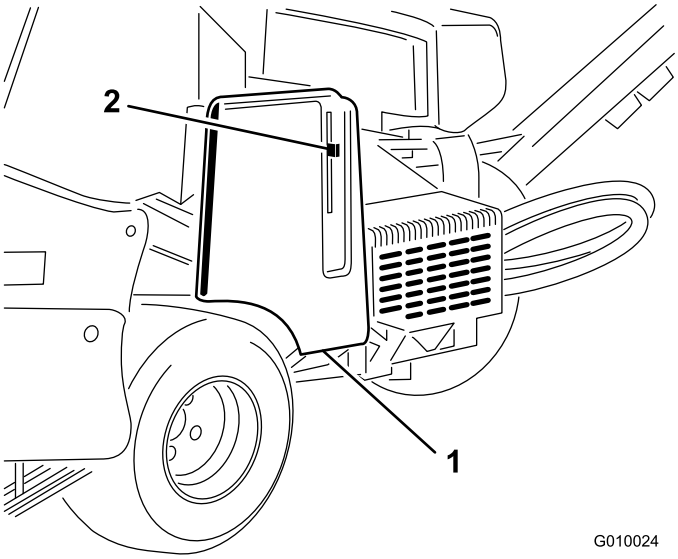

**Figuur 17**
2. Ontgrendel en verwijder de riemkap (Figuur 17).